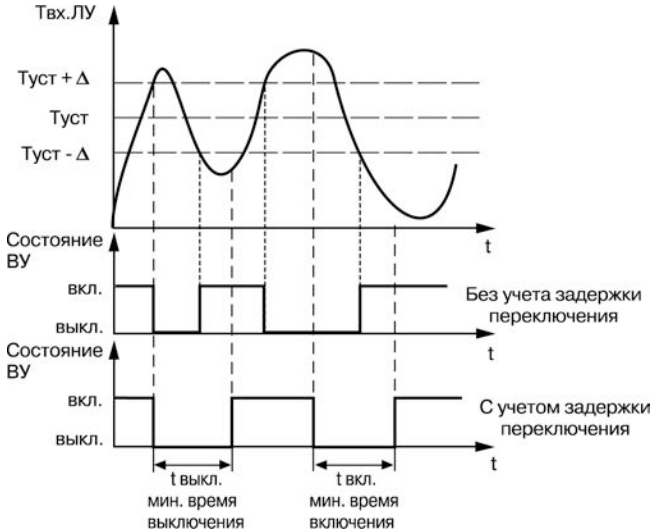

Рисунок 3.8
3.2.4.3 Для ЛУ может быть задано минимальное время удержания выхода в замкнутом и разомкнутом состояниях. ЛУ может удерживать выход в соответствующем состоянии в течение заданного времени, даже если по логике работы устройства сравнения требуется переключение (рисунок 3.8).